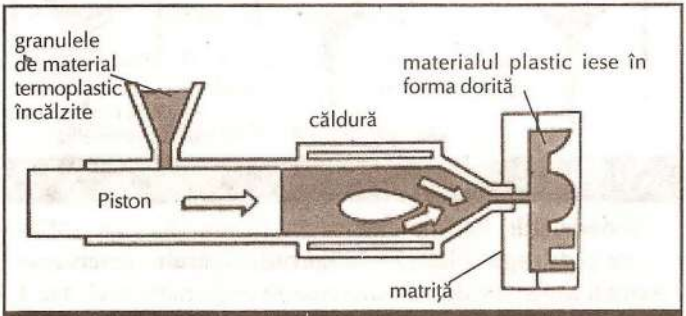

Fig. 11. Prelucrarea prin injecție.
– **Prelucrarea prin injecție** (fig. 11) – este un procedeu utilizat pentru obținerea unor obiecte ca: **echipamente de construcții, ambalaje, carcasele aparatelor radio-TV** etc.